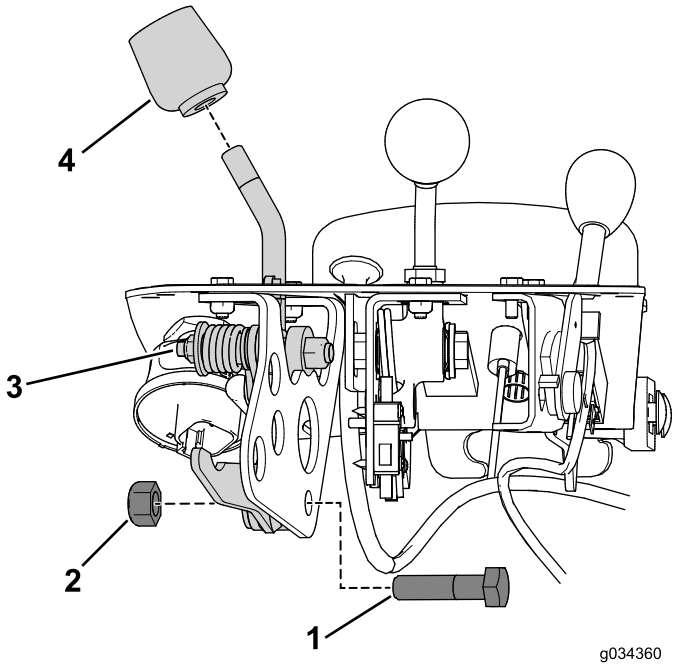

図 8
6. 機能レバーからノブを取り外す図 8。
7. 機能レバーアセンブリを機能レバーブラケットに固定しているボルトとナットを外す図 8。